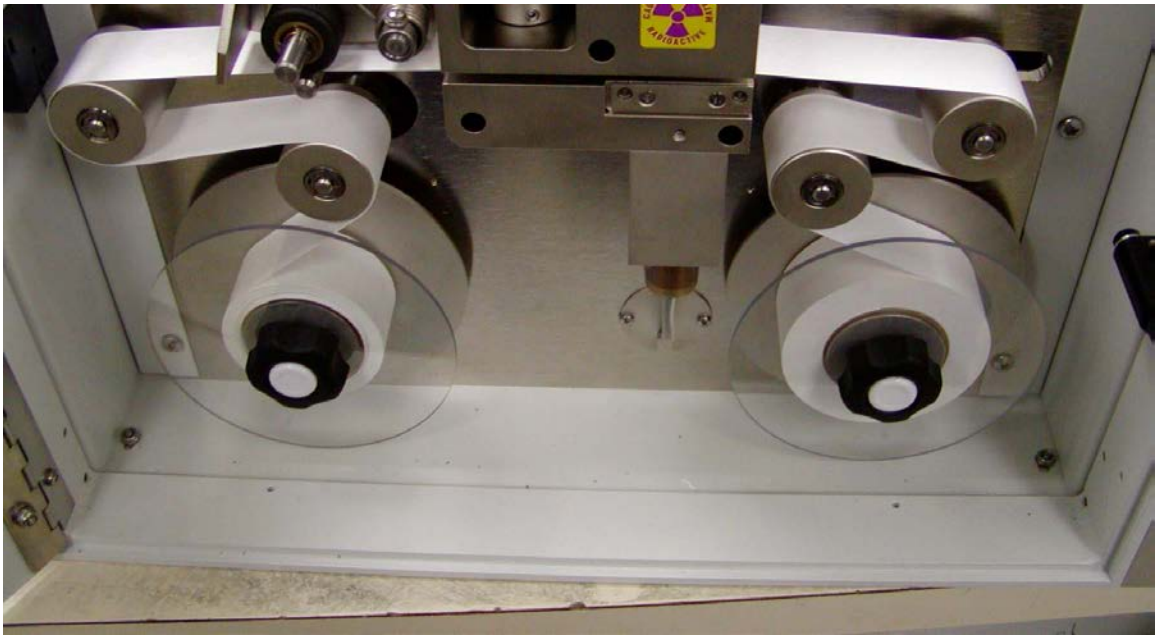

FIGURE 1 – Picture of Loaded Filter Tape
2.7 Tape Loading: Refer to Figure 1 (below), for photo of installed filter tape. Loading the tape must be performed before accessing other BAM-1020 functions. Begin by lifting the pinch roller (the pin with the black roller located in the upper front of the BAM) and lock the roller into position with the latch (located immediately to the left of the pinch roller). Remove both clear spool caps by unscrewing the black knobs (bottom left and bottom right spools). Unroll approximately 2 to 3 feet of tape and slide the roll on to the bottom right spool (supply spool) of the BAM-1020. Position the supply spool so that as the tape unwinds on the spool, the roll turns counter-clockwise. The tape will ‘S’ around the two center rollers by feeding around the left supply tension roller located just above and to the left of the supply spool, then around the right side of the right end roller located slightly above and to the right of the tension roller. The tape slides in the slit located between the source and detector, and between the pinch roller and capstan shaft (the thin metal shaft located just below the pinch roller). ‘S’ the tape around the left side of the left end roller (roller on the upper left), around the right side of the take-up tension roller (just below and to the right), then tape onto to the take-up spool (located bottom left). Make sure there’s enough extra tape to wrap the tape approximately 1½ times around the take-up spool. The left side tape configuration should be a mirror image of the right side. Lift up on the pinch roller (the latch will automatically unlock) andgently lower the pinch roller until it completely touches the filter tape against the capstan roller. Visually check tape for binding, tears or other obvious problems. Wherever the tape comes in contact with the rollers, the entire width of the tape should
4. At the completion of the BAM-1020 'SELF TEST', press the "**EXIT**" soft key to return to the main menu. The BAM-1020 tape is now loaded and adjusted. Figure 1 picture below represents a properly loaded BAM-1020 filter tape.